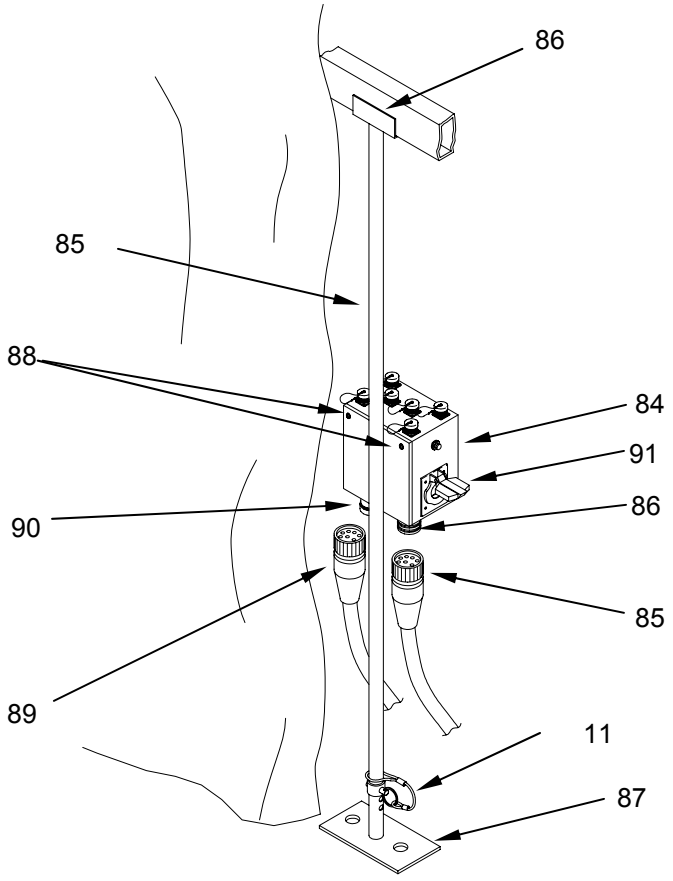

Figure 37. Install Electrical Cables and Convenience Outlets.
9. Connect the 60 A power input cable **(Figure 37, Item 85)** from the CBL power input panel to the power input connector **(Figure 37, Item 86)** on the TEMPER distribution box **(Figure 37, Item 84)**.
10. Connect the ASH to any 120 VAC outlet **(Figure 37, Item 91)** either on the distribution box or the TEMPER convenience outlets.